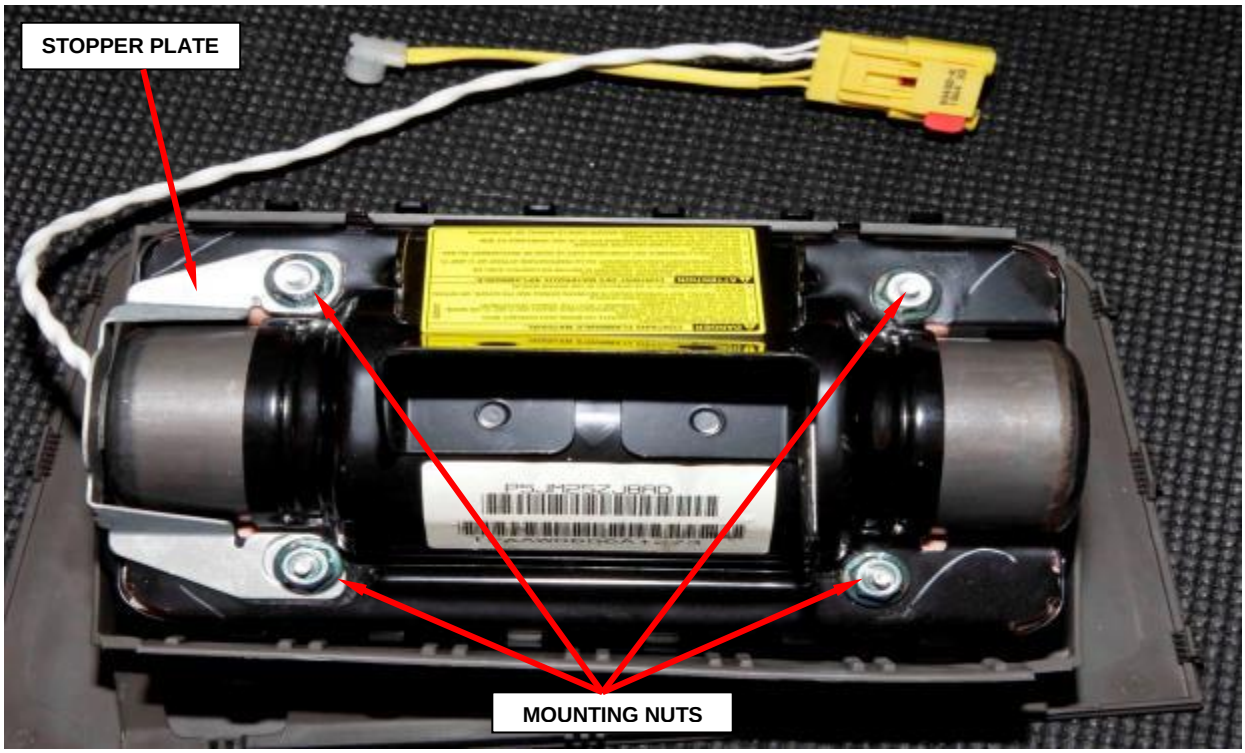

Figure 87 – Mounting Nuts and Stopper Plate
e. Remove and discard the four mounting nuts and stopper plate from the passenger airbag module (Figure 87).
h. Install the stopper plate to the airbag module (Figure 87).
i. Install the four new mounting nuts to the airbag module and tighten to 53 in. lbs. (6 N·m) (Figure 87).